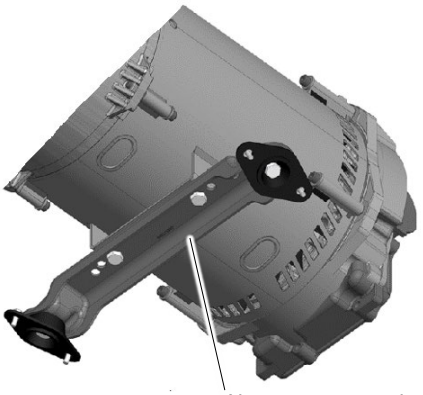

Figure 117 Alternator Support Bracket
24. Remove the alternator support bracket from the alternator assembly. See Figure 117.